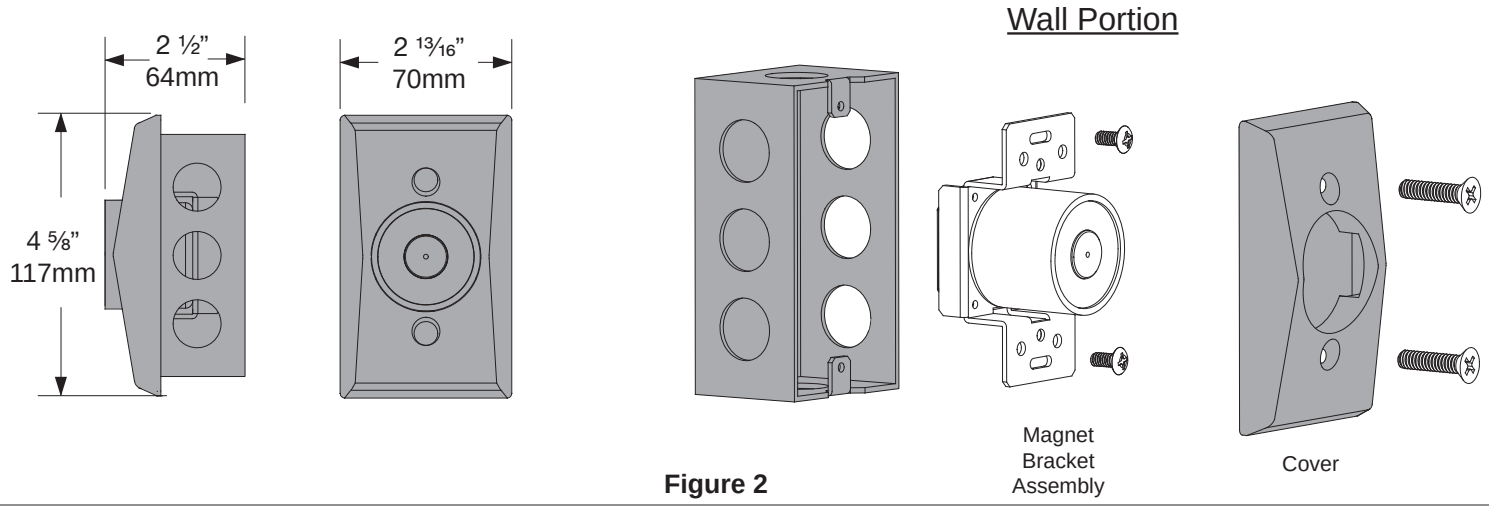

Figure 2
1c See Fig. 2. The center of the junction box should be located about 5" from the top of the door. Install junction box to withstand at least a 50 pound pull.
2c See Fig. 2. With the magnet wired, position the magnet bracket assembly into the junction box and attach it to the box using the (2) 6-32 screws. Tighten firmly. Attach the cover housing using the (2) 10-24 screws from step 2A.